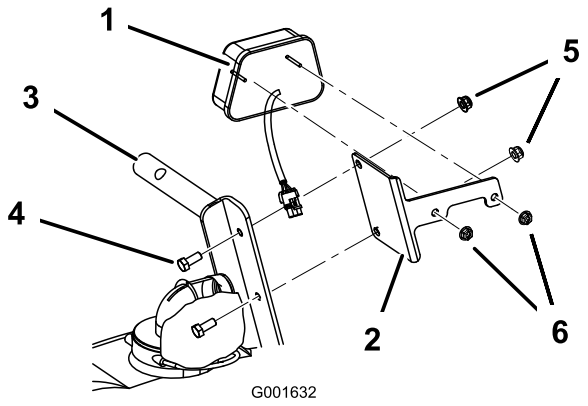

Figur 8
1. Montera bromsljusfästet på stödet för den vänstra rampen med två skruvar (5/16 x 3/4 tum) och två flänsmuttrar (5/16 tum) (Figur 8).
2. Montera bromsljuset på bromsljusfästet med två muttrar (1/4 tum) (Figur 8).